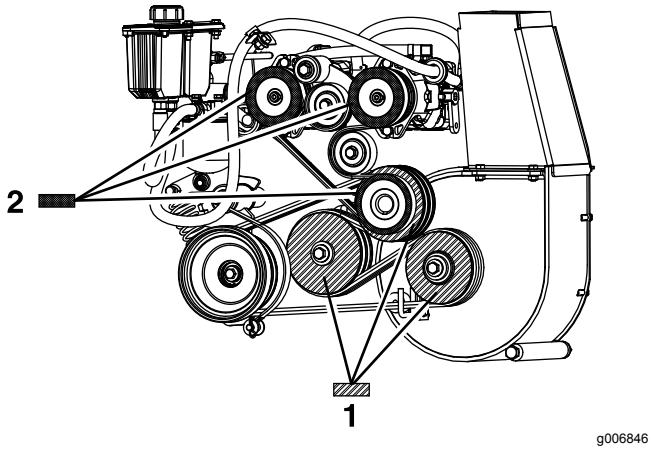

**Figuur 67**
8. Meet vanaf de poelie van de ventilator: verstel de motor en de omloopas totdat de achterkanten van alle 3 poelies binnen 0,8 tot 1,6 mm gelijk liggen (Figuur 67).
4. Met een liniaal: lijn elke pomppoelie uit met de motorpoelie door deze over de pompas te schuiven (Figuur 67).